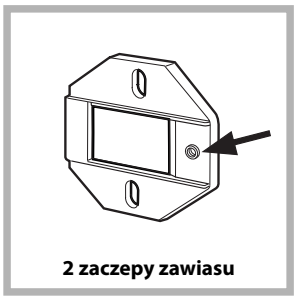

Rys. 1
- Zamontować zaczepy zawiasów na froncie urządzenia, tak aby otwór wskazany strzałką na rys. 1 umieszczony był w kierunku do wewnątrz, i podkładając przekładkę (rys. 4/B); do montażu użyć śrub typu **C**.